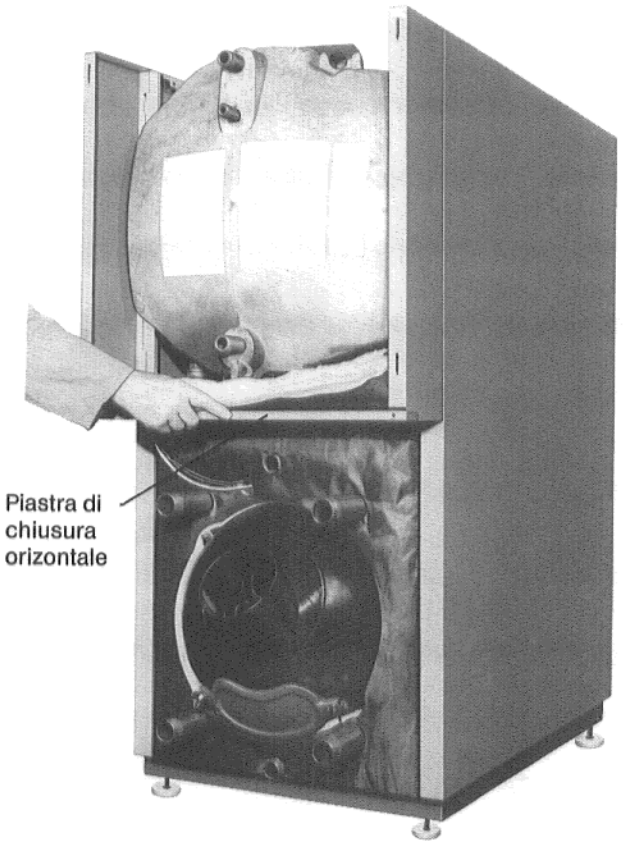

Fig. 27
3. Premere la piastra di chiusura orizzontale nei bc dei pannelli di prolunga laterali (Fig. 27).